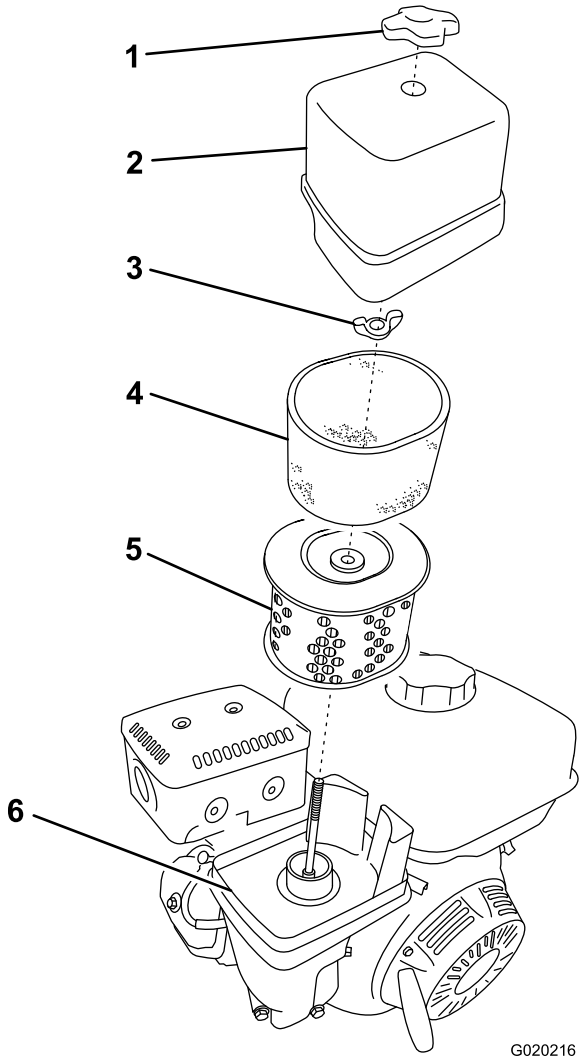

Figure 51
3. Remove the nut that secures the cover (Figure 51).
5. Remove the foam and paper elements from the base (Figure 51).
6. Remove the foam element from the paper element (Figure 51).